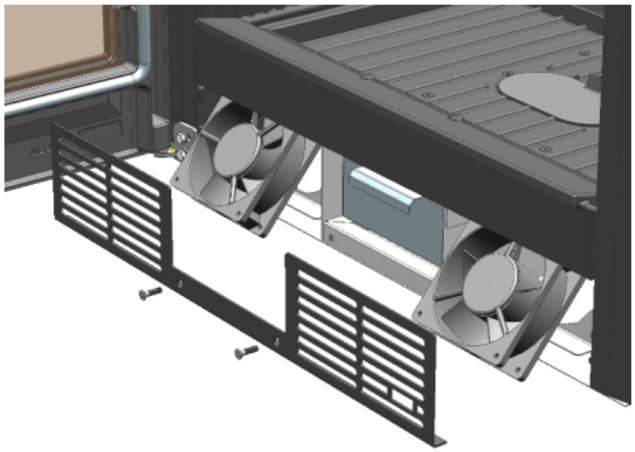

FIG. 7
3. Retire-as inclinadas pela abertura frontal (Fig. 7).